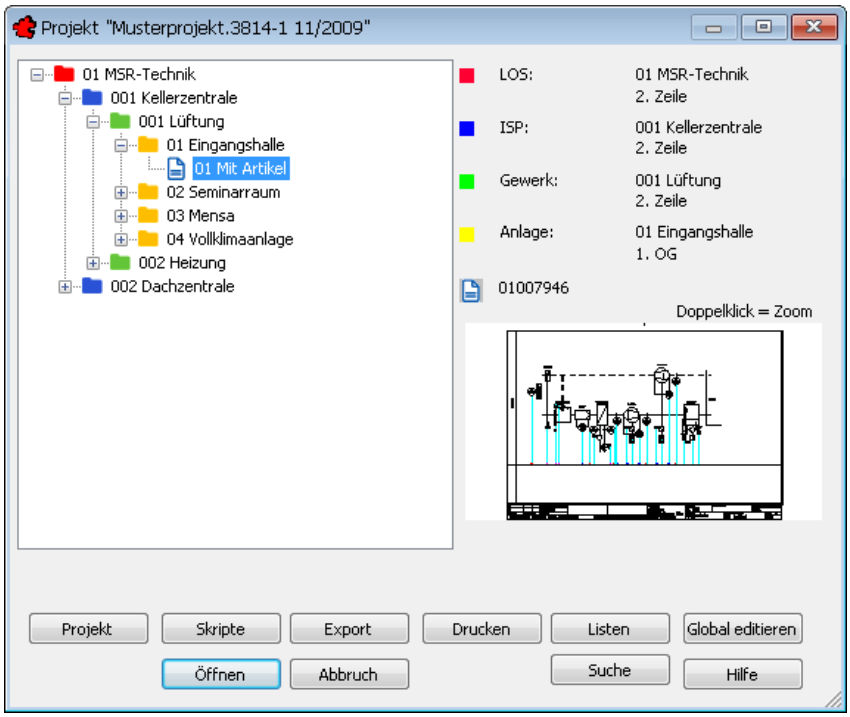

Bild 16.29 – Öffnen eines Projektes in der Explorer-Ansicht.
- Gruppenfeld *Zeichnungsverwaltung bei Doppelklick öffnen in:* Die *Explorer-Ansicht* zeigt die Projektverwaltung in Baumdarstellung an. Hier sind die GAEB-Ebenen farblich kodiert. Sie können bestehende Strukturen aufklappen und ein Blatt per Doppelklick aufrufen (Abb. 16.29). Bedienung und Schaltflächen sind identisch zur *Klassischen Ansicht*.